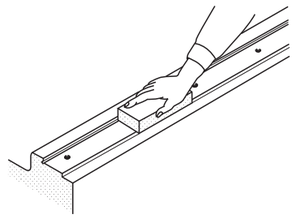

Fig. 24 Cleaning of mounting surfaces
❶Cleaning of mounting surfaces and reference mounting surfaces
- Remove burrs and blemishes from mounting surfaces and reference mounting surfaces of the machine using an oil-stone, etc., and then wipe the surfaces with clean cloth. (See Fig. 24.)